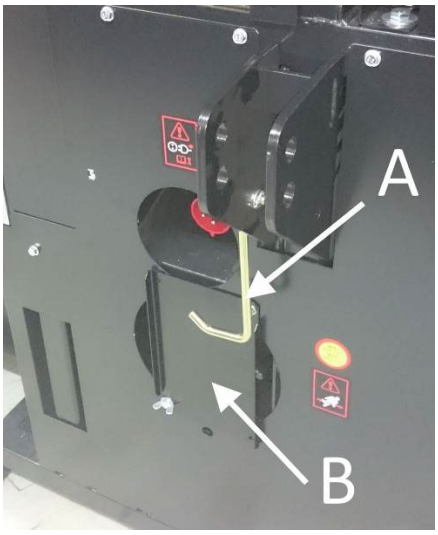

Fig. 9
3.10 La machine est équipée d'un système permettant d'éviter le fonctionnement simultané de deux modes, Fig. 9